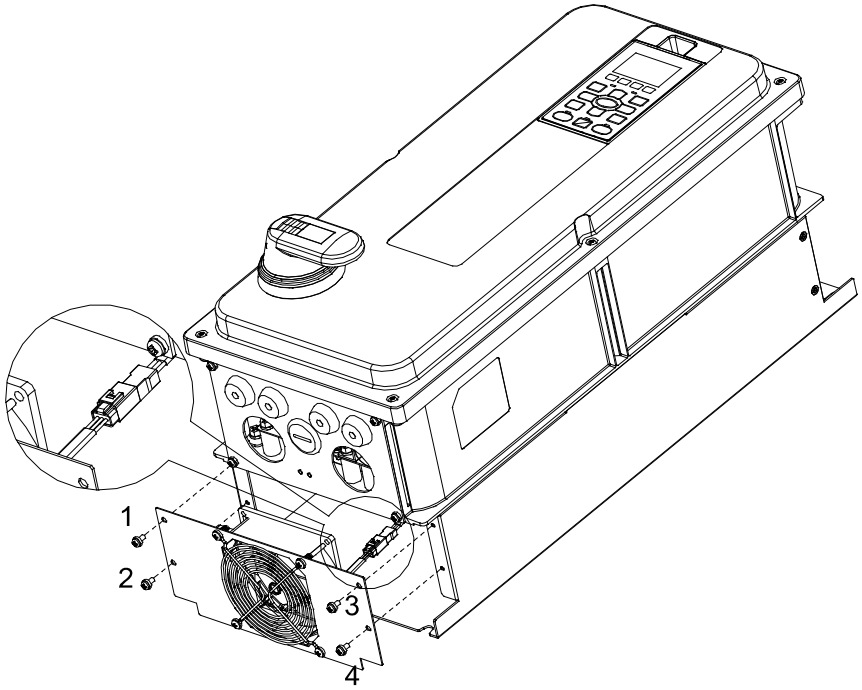

Рис. 1
1. Выкрутите 4 винта (как показано на рис. 1) и снимите вентилятор.